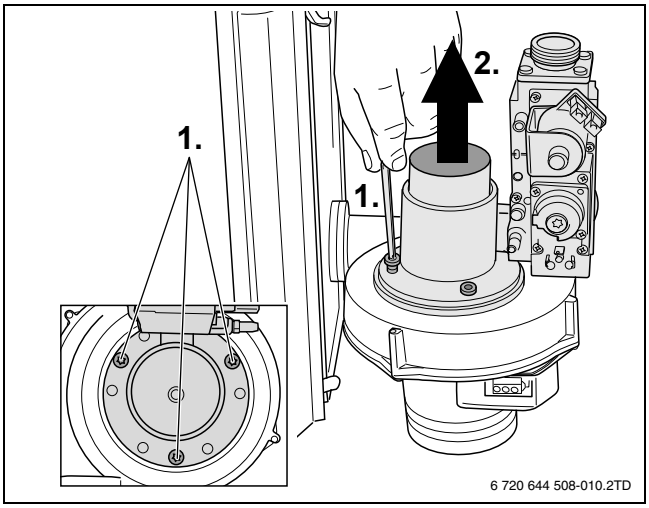

Fig. 10
- ▶ 松开 3 枚螺栓 （→ 图 10， [1]，第 44 页）。
- ▶ 从风机中取出带有文氏管的燃气阀 （→ 图 10， [2]，第 44 页）。
- ▶ 松开 3 枚螺栓 （→ 图 10， [1]，第 44 页。